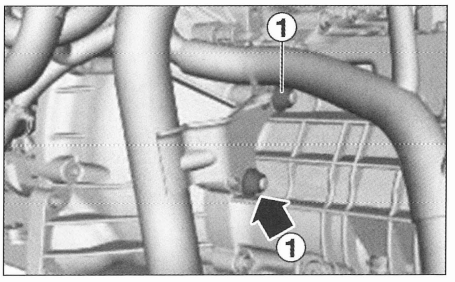

FIG. 33
• Desmontar las tuercas de fijación (1) del tubo de admisión del intercambiador de aire situadas en la caja de velocidades **(fig. 33).**